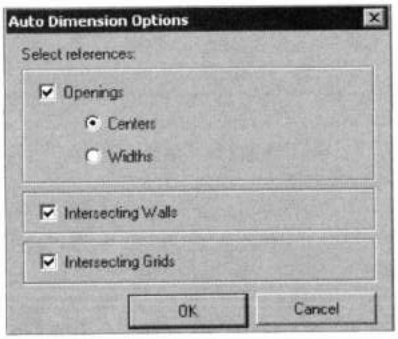

Рис. 9.11. *Включение в размерную цепь проемов и точек пересечения*
2. В строке параметров в списке **Pick** (Указать) выбрать **Entire Walls** (Стены полностью) и кнопкой **Options** (Параметров) открыть бокс **Auto Dimension Options** (Параметры автоматического нанесения размеров) (рис. 9.11), в котором выбрать варианты нанесения размеров: